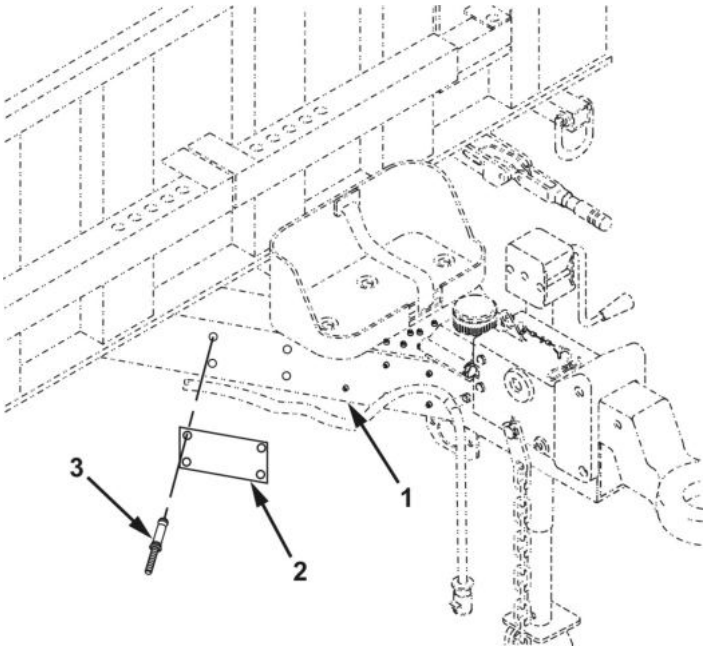

Figure 1. Data Plate Removal and Installation.
Remove four rivets (Figure 1, Item 3) and data plate (Figure 1, Item 2) from trailer frame (Figure 1, Item 1). Discard rivets.
1. If serial number is missing, add to data plate (Figure 1, Item 2) using metal stamping die sets.
2. Install data plate (Figure 1, Item 2) to trailer frame (Figure 1, Item 1) with four new rivets (Figure 1, Item 3).